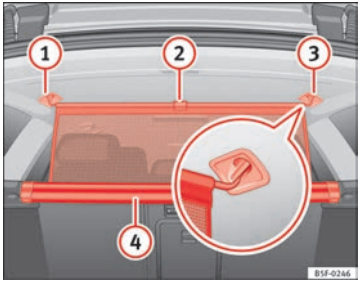

Fig. 98 In the luggage compartment: pulling out and securing the net partition
- Pull up on the tab ⇒ Fig. 98 (2) to remove the net from the casing (4).
- Secure the net partition on the right (3) (magnified image).
- Secure the net partition in the housing of the left side (1) by pulling the bar.